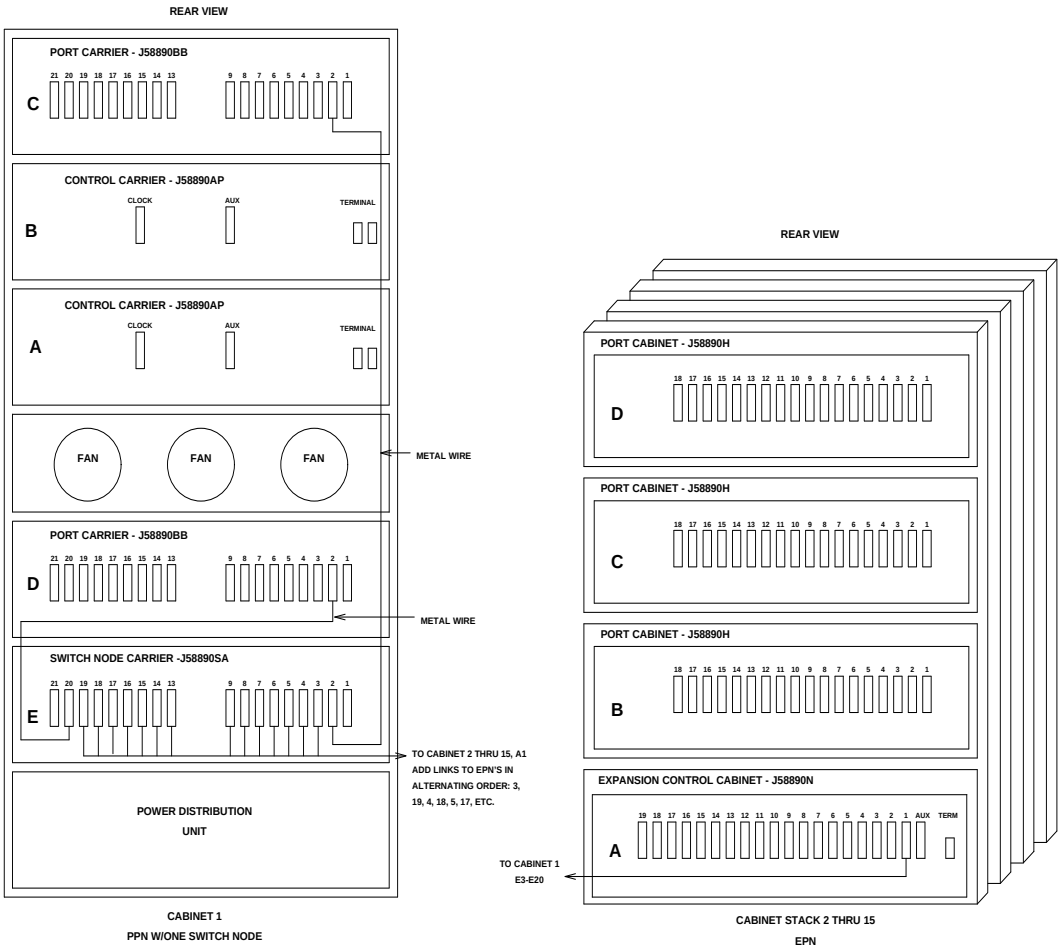

Figure 7-36. Fiber-Optic Connections through Center Stage Switch
1. Behind the PPN cabinet (see Figure 7-36):
2. Behind switch node carrier E of PPN cabinet 1 (see Figure 7-36):